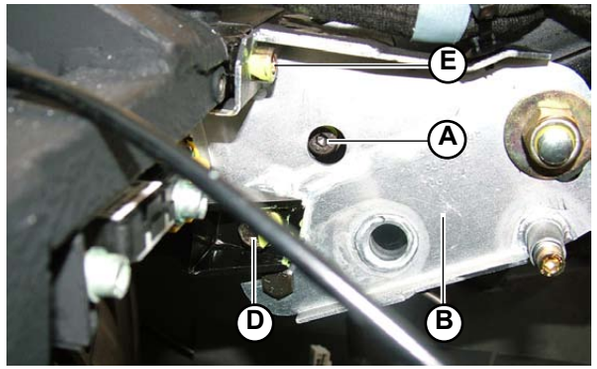

Fig.5
1. Unscrew the screw (**A-Fig.5**) under the steering column plate (**B-Fig.5**).
4. Unscrew the relative screws to disconnect the steering column bracket (**D-Fig.5**).
5. Unscrew the 2 screws (**E-Fig.5**) securing the steering column to the chassis.